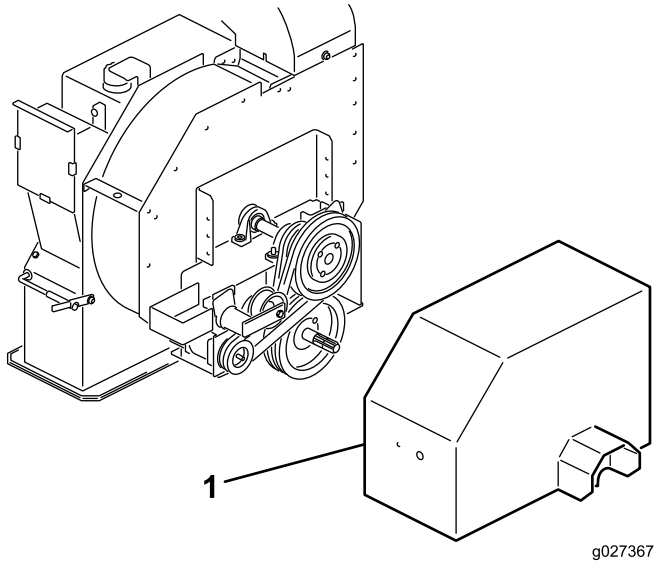

Figur 13
1. Fjern drivremskyddet fra over lederullenhetene (Figur 13).
1. Løsne boltene og mutrene som fester drivremskyddet til viftehjulshuset (Figur 13), og fjern skyddet.
2. Løsne bolten som holder remstrammeren til rammen, på baksiden av rammen (Figur 13).